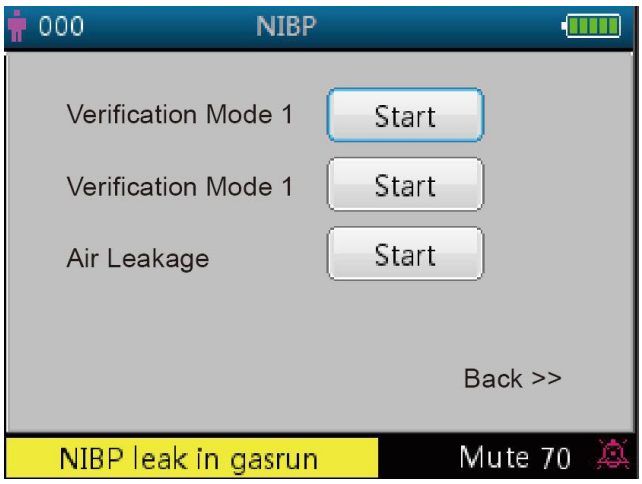

Figura 4.14 Pantalla de configuración de verificación NIBP
- **More >>:** icono para visualizar la parte siguiente de la página. Mueva el cursor hacia el último elemento (“Lock”), presione rápidamente la tecla Down (abajo) ▼ para ir a la pantalla de configuración de verificación NIBP, tal y como se muestra en la figura 4.14.